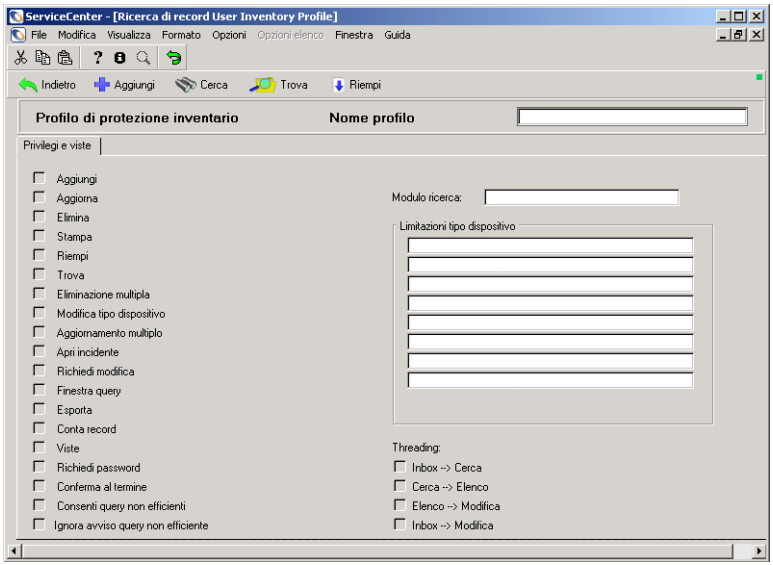

Figura 7-15: Modulo Profilo di protezione inventario
2. Nella scheda Amministrazione, fare clic su **Profili risorse**. La Figura 7-15 mostra il modulo Profilo di protezione inventario.